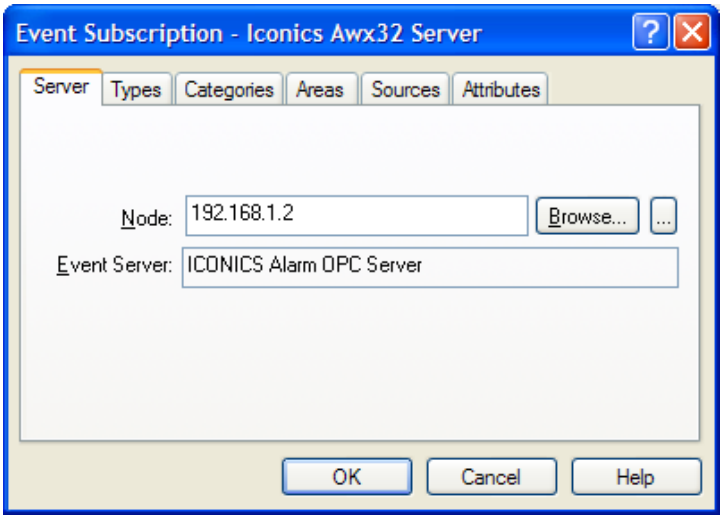

Figure L8.32: AWX32 Server Subscription Properties
24. Double-click the **ICONICS AWX32 Server** and enter 192.168.1.2 into the node field. When finished, this server's properties should look like **Figure L8.32.** Click **Ok** when and then close the Properties dialog to return to the display.